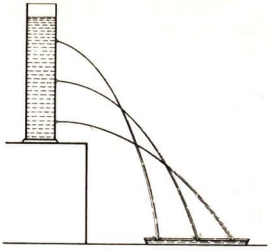

Abb. 99. Seitendruck des Wassers
4. Seitlich wirkende Druckkräfte (Seitendruckkräfte). Wird ein Wasserleitungsrohr undicht, so spritzt das Wasser seitlich heraus. Der im Wasser herrschende Druck löst in diesem Falle eine gegen die Seitenwand gerichtete Druckkraft aus. Der in Abb. 99 dargestellte Versuch zeigt uns, daß die gegen die Seitenwand gerichtete Druckkraft genau wie die gegen den Boden wirkende mit der Höhe der Wassersäule über der Druckstelle zunimmt.